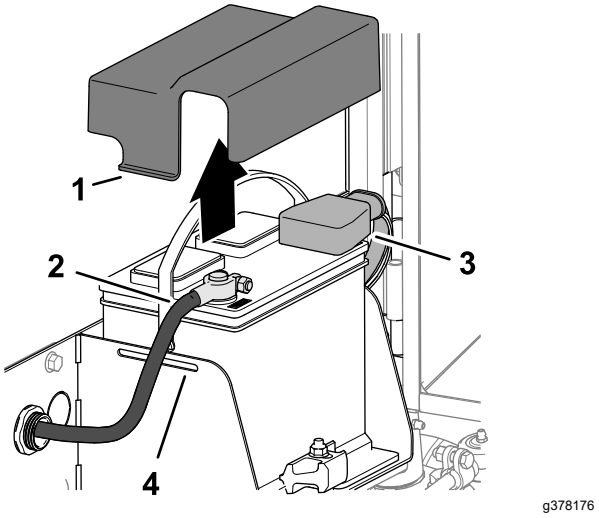

Figur 96
3. Kläm på batterikåpans sidor och ta bort kåpan från batteribrickan (Figur 96).